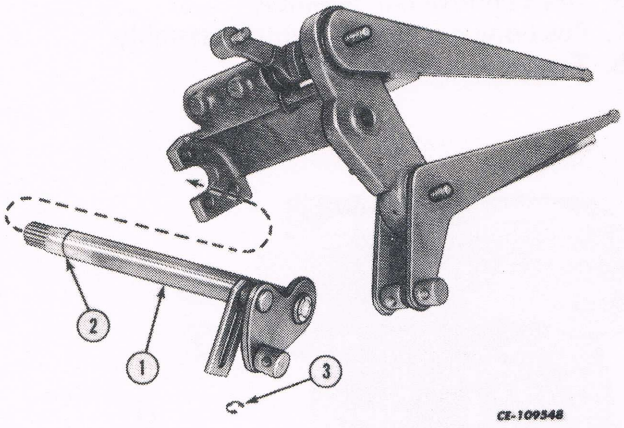

Fig. 16
d. Remove the position control shaft (1) from the support assembly with the bearing and "O" ring (3). See Fig. 16.